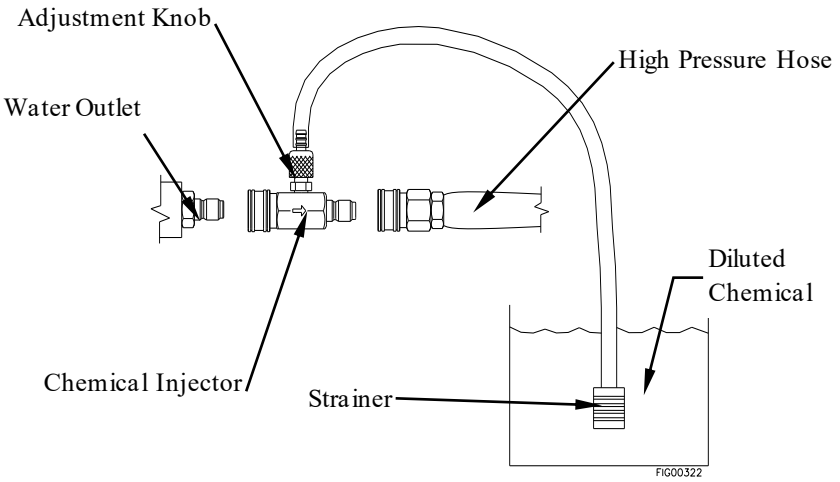

Figure 10
Prepare for chemical spray (if planning to use)	Prepare the pressure washer for chemical spraying using the following steps: 1. Prepare (dilute) the chemical cleaning solution as required for the job. (Note: The chemical injector is adjustable and will mix the chemical solution into the spray up to a maximum ratio of 1 part chemical solution to 13 parts water.) 2. Disconnect the high pressure hose from the water outlet. 3. Snap the quick couple chemical injector onto the water outlet, then snap the high pressure hose onto the chemical injector. See Figure 10.
4. Submerge the suction strainer connected to the braided chemical hose into a bucket containing the chemical solution. See Figure 10.